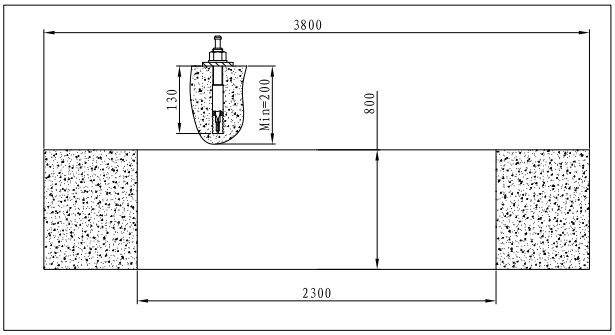

Fig. 28
• Install the screw according to Fig. 28.